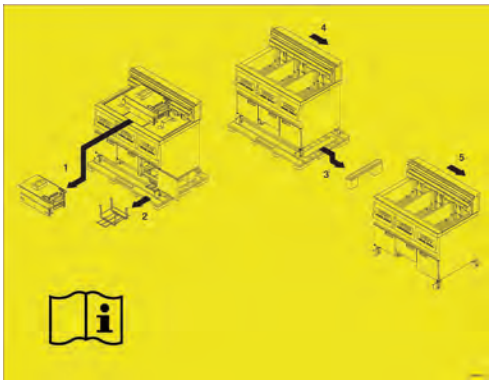

图1
- *从托盘上搬下油炸机前，请先拆除抛光器放油盘和BIB搁架，否则会损坏设备。图1.*